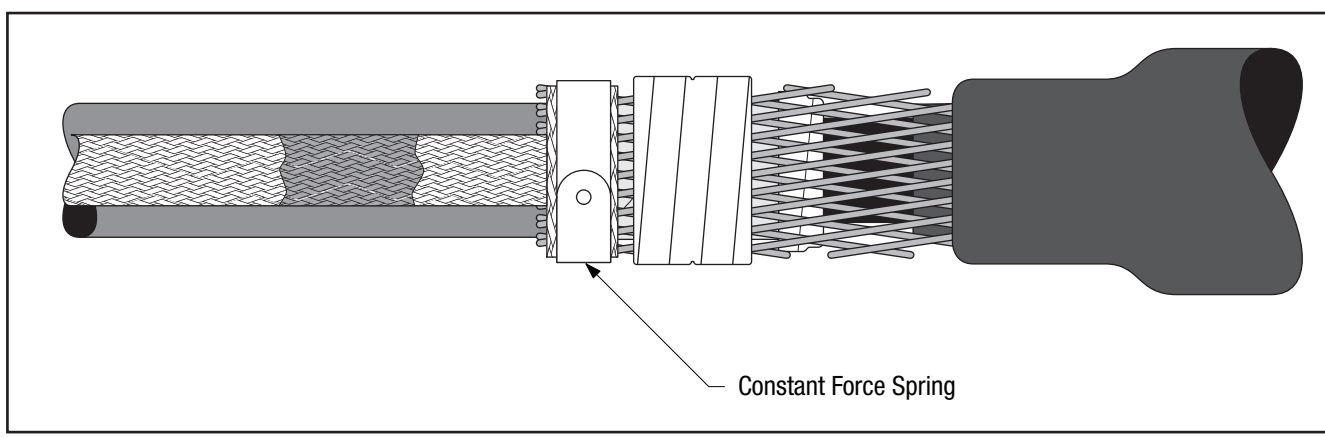

Figure 17
6.2 Secure ground strap to the shield sleeve using a constant force spring (*Figure 17*).